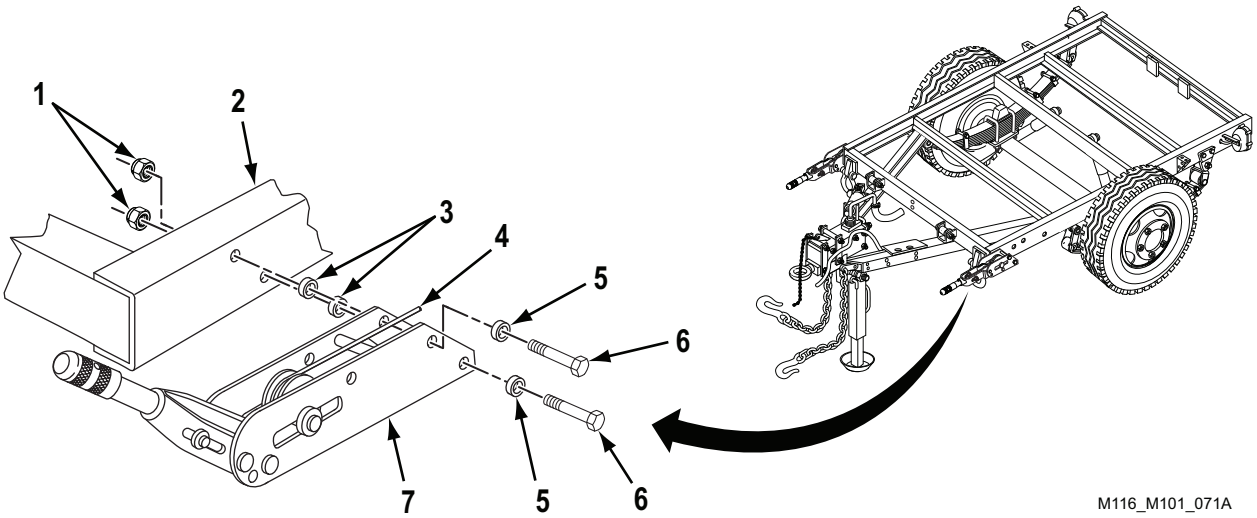

Figure 5. Handbrake Lever Installation.
1. Connect cable assembly (Figure 5, Item 4) to handbrake lever (Figure 5, Item 7).
2. Position two washers (Figure 5, Item 3) at frame (Figure 5, Item 2) and install handbrake lever (Figure 5, Item 7) with two spacers (Figure 5, Item 5), cap screws (Figure 5, Item 6), and new self-locking nuts (Figure 5, Item 1).